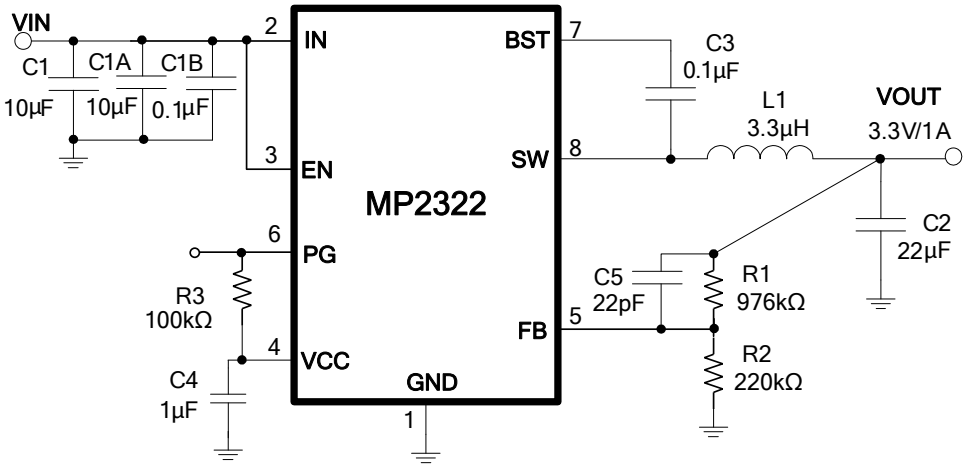

Figure 8: V_{IN} = 12V, V_{OUT} = 3.3V, I_{OUT} = 1A
7) The recommended layout is based on the Typical Application Circuit shown in Figure 8.
The detailed application schematic is shown in Figure 8. The typical performance and waveforms are shown in the Typical Characteristics section. For more devices applications, please refer to the related evaluation board datasheet.